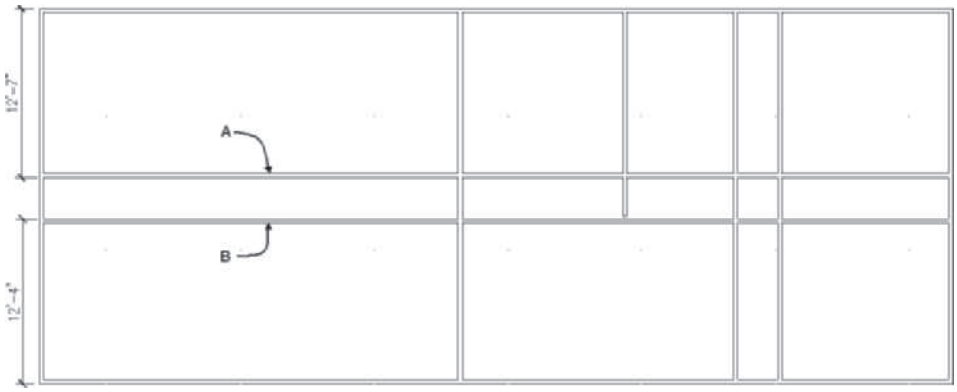

FIGURE 2.74 *Dimensions for additional walls*
28. Use **WallOffsetCopy** to add wall **A** 12'-7" [3835] from the top wall and wall **B** 12'-4" [3759] from the bottom wall, as shown in Figure 2.74.